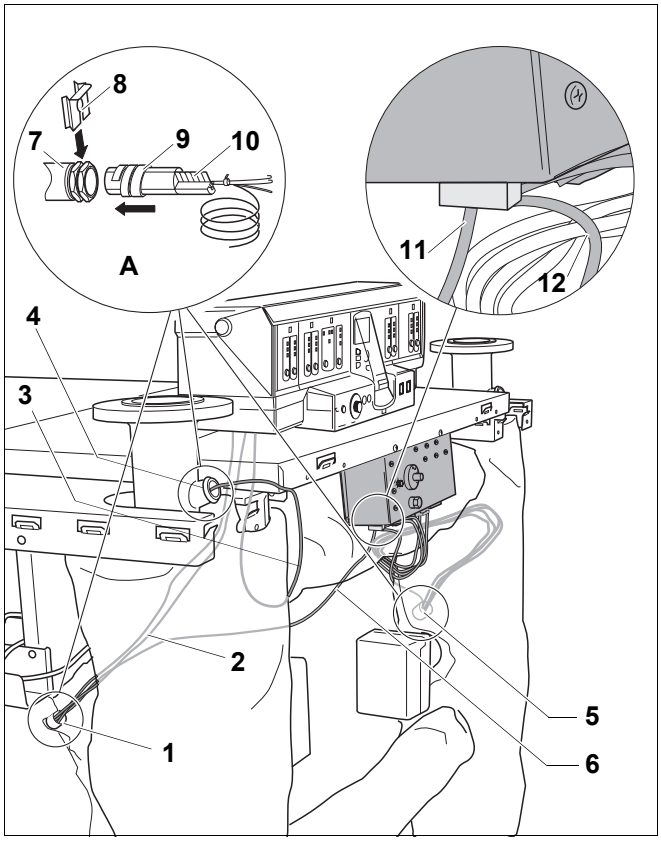
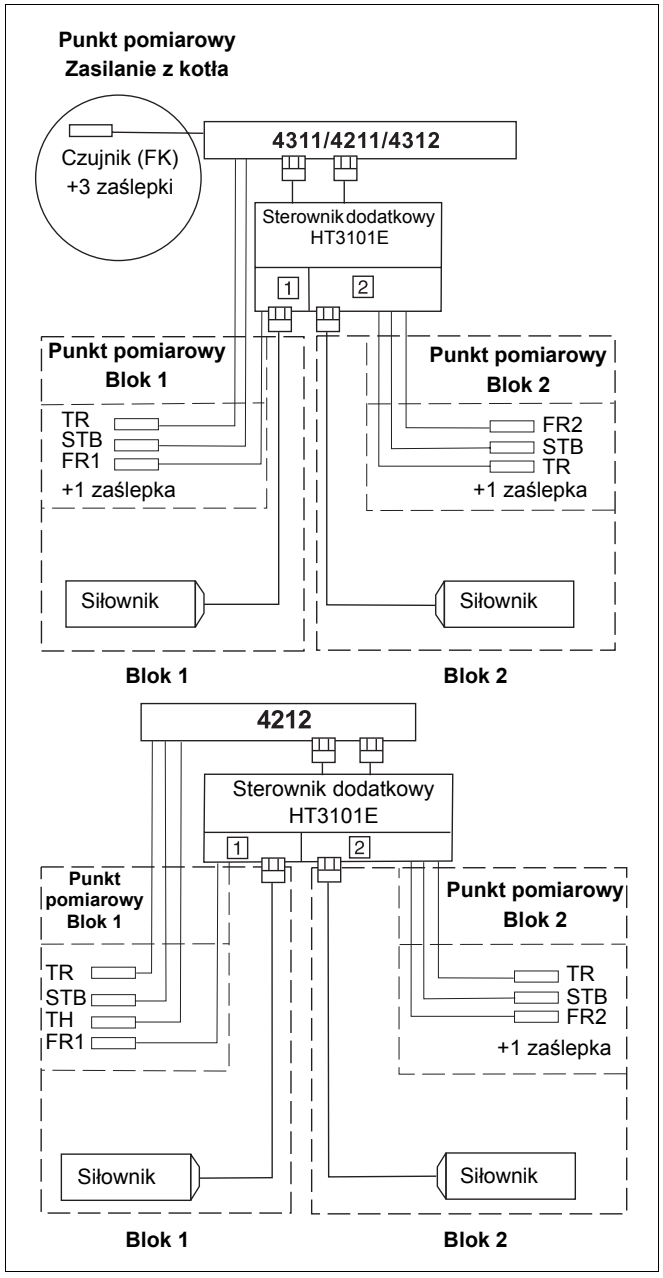

Rys. 67 Przyłączenie sterownika dodatkowego HT3101E
Rys. 68 Schemat przyłączeniowy dodatkowego sterownika
- Wtyczki obu czujników temperatury FR1 i FR2 muszą być dobrze włożone do sterownika dodatkowego i nie wolno ich zamienić (rys. 67, **poz. 11** i **poz. 12**).
- Włożyć kabel czujnika FK (rys. 67, **poz. 3**) poprowadzony od sterownika Logamatic razem z 3 zaślepkami do tulei zanurzeniowej zasilania kotła (rys. 67, **poz. 4**).
- Zebrać w ręce kable czujników TR i STB (rys. 67, **poz. 2**) poprowadzone od sterownika Logamatic oraz kabel czujnika FR1 (rys. 67, **poz. 6**) poprowadzony od sterownika dodatkowego razem z zaślepką i sprężyną kompensującą.
- Następnie wsunąć zestaw czujników do oporu do tulei zanurzeniowej punktu pomiarowego bloku 1 (rys. 67, **poz. 1**).
- Włożyć zestaw czujników punktu pomiarowego bloku 2 (poprowadzony od sterownika dodatkowego) do tulei zanurzeniowej punktu pomiarowego bloku 2 (rys. 67, **poz. 5**).
Włożenie do tulei zanurzeniowej (rys. 67, **powiększenie A**):
- Włożyć czujnik temperatury do tulei zanurzeniowej (rys. 67, **poz. 7**, punkt pomiarowy) do oporu.
- Spirala z tworzywa sztucznego (rys. 67, **poz. 9**) automatycznie odsuwa się do tyłu. Sprężyna kompensacyjna (rys. 67, **poz. 10**) musi być wsunięta do tulei zanurzeniowej (rys. 67, **poz. 7**).
- Nasunąć zapinkę zabezpieczającą (rys. 67, **poz. 8**, zakres dostawy sterownika) na główkę tulei zanurzeniowej z boku lub z gory.
- Sprawdzić przyłączenie pakietów czujników zgodnie ze schematem przyłączeniowym na rys. 68.
- W przypadku stałotemperaturowej regulacji wody w kotle zaślepkę pakietu czujników sterownika Logamatic 4212 należy zamienić na czujnik FR1, który jest poprowadzony od sterownika dodatkowego. Ten zestaw czujników należy włożyć do tulei zanurzeniowej punktu pomiarowego bloku 1 (rys. 67, **poz.** 1 i rys. 68).